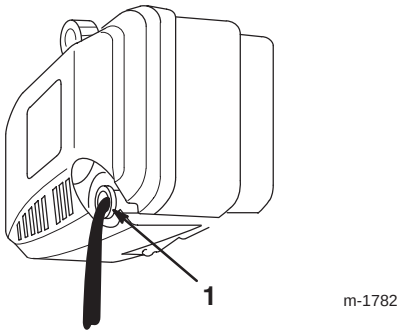

Bild 24
6. Kippen Sie den Rasenmäher auf seine **linke** Seite und lassen das Öl in das Gefäß ablaufen (Bild 24).